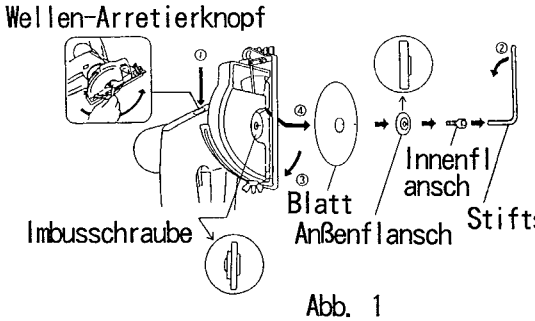

Abb. 1
(siehe Abb. 1)
① Den Arretierknopf niederhalten. Dies verhindert, daß das Blatt sich dreht.
② Mit dem beigepackten Stiftschlüssel den Imbusschraube lösen.
③ Imbusschraube und Außenflansch entfernen.
④ Das Blatt vorsichtig abnehmen.
- Beim Anbringen von Innenflansch und Außenflansch darauf achten, daß diese wie in Abb. 1 gezeigt ausgerichtet sind.